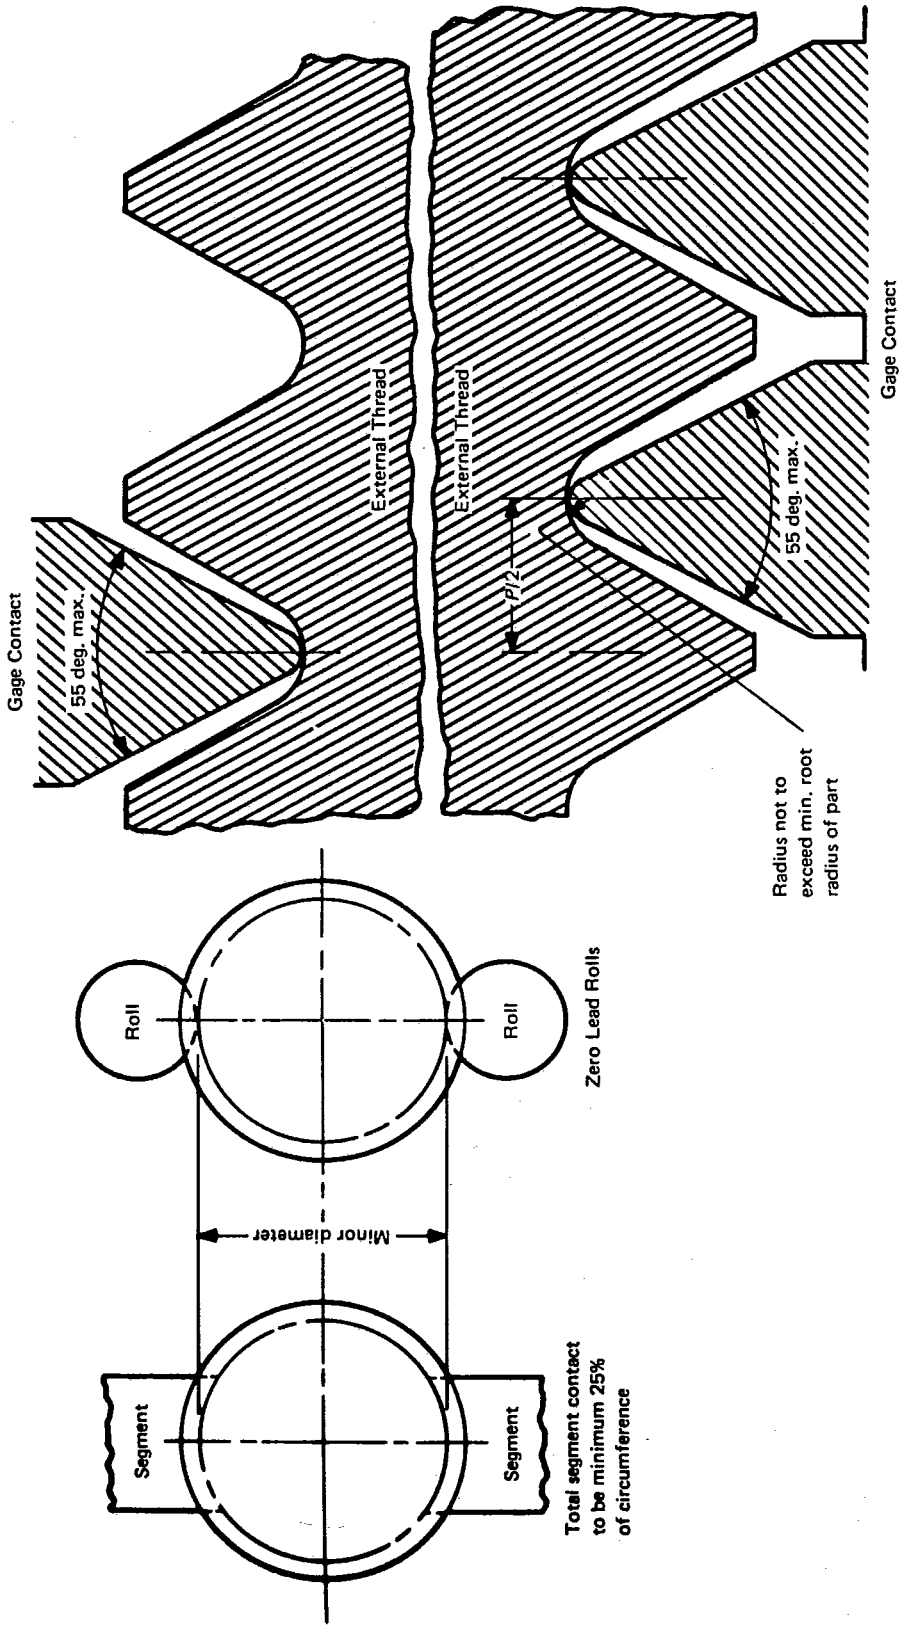

FIG. 26 MINOR DIAMETER LIMIT, SNAP TYPE
5.8.2 Basic Design. The minor diameter thread snap gage has segments or rolls with a thread form of 55 deg. maximum to assure clearance with 60 deg. product thread flanks. The length of engagement of the maximum size limit segments or rolls is usually three pitches, but often extends to a length equal to the engagement length of the GO thread gage. The length of engagement of the minimum size limit segments or rolls is usually limited to three pitches. (See Fig. 26.)